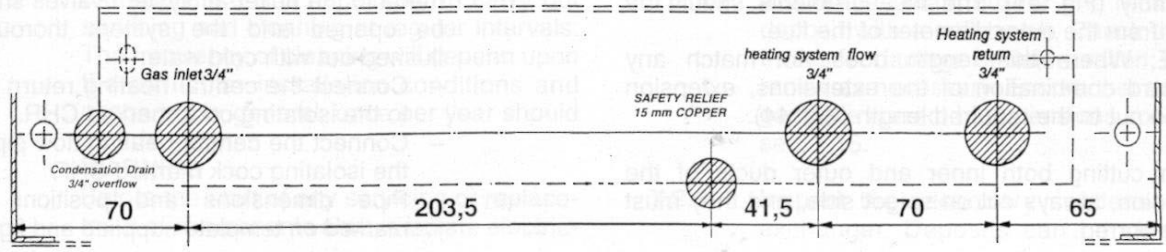

Fig. 46
Remove plastic caps from boiler connection and fit flanged copper tail and valves as per Fig. 46 using washers provided.
5.9 GAS CONNECTION (Fig. 46)
5.10 CENTRAL HEATING CONNECTION (Fig. 46)